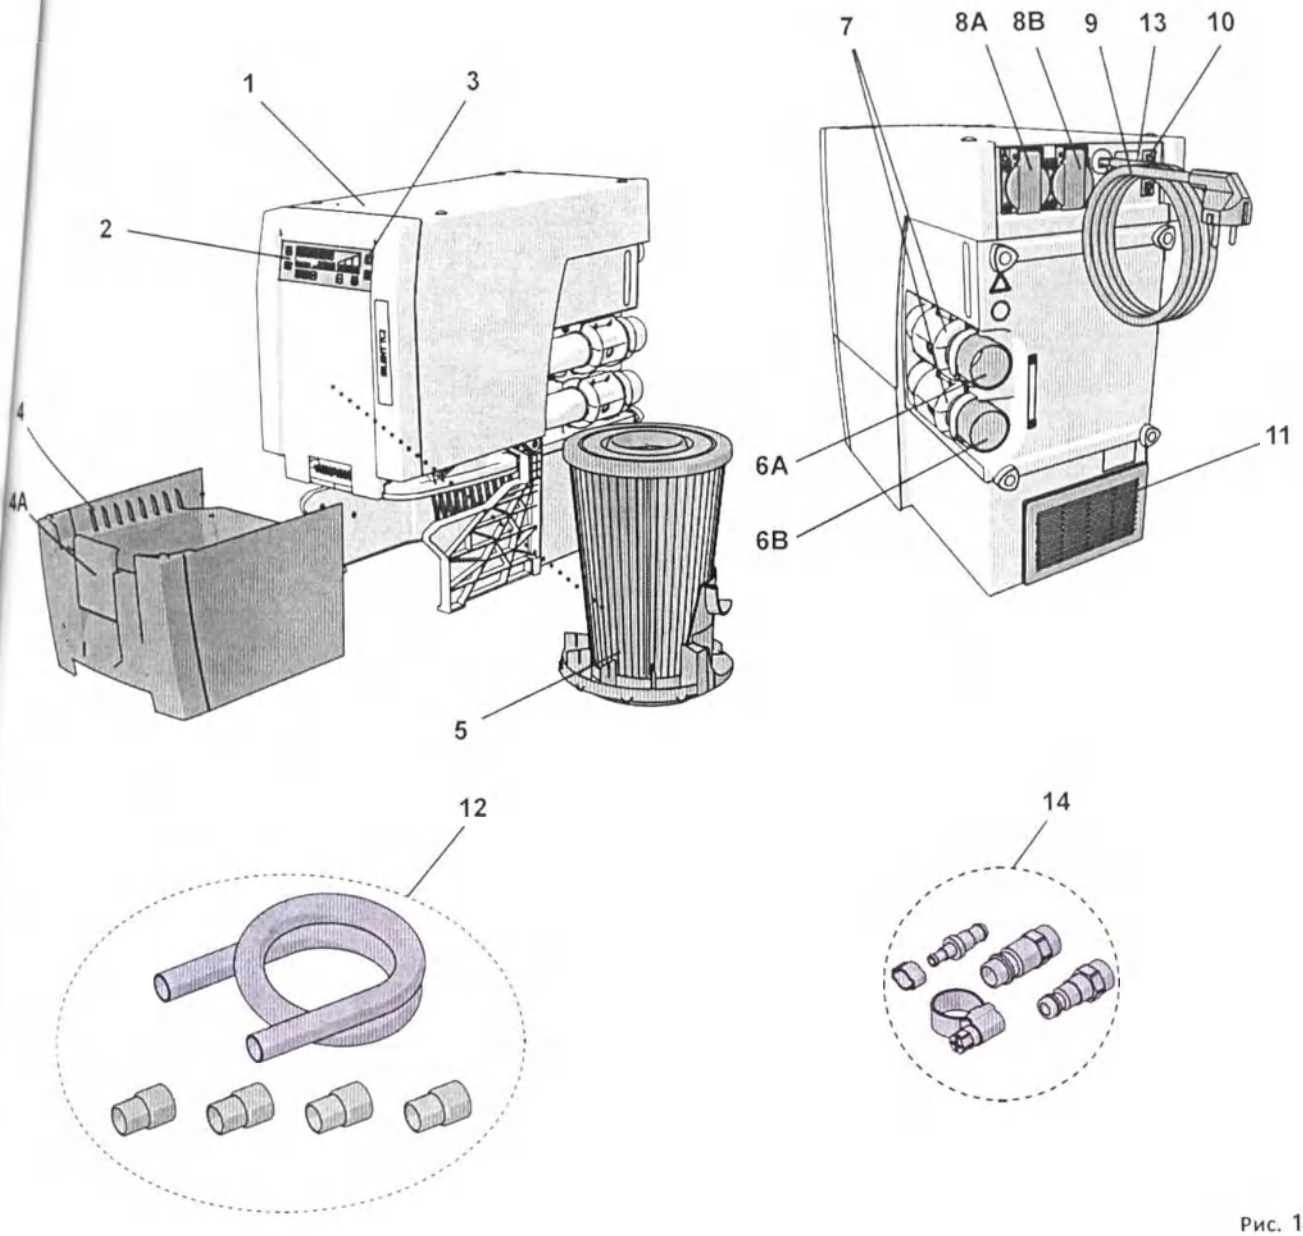

Рис. 1
1. Определить оптимальную рабочую высоту >> Рис. 1